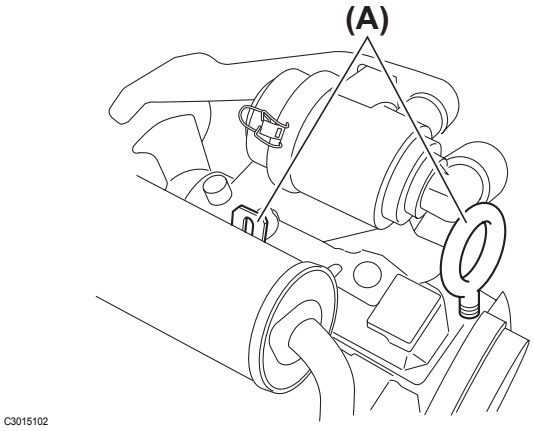

Fig. 20
30.Connect a suitable lifting point / strap to the two (2) lifting points / straps **(Fig. 20 (A))** provided on the Engine.